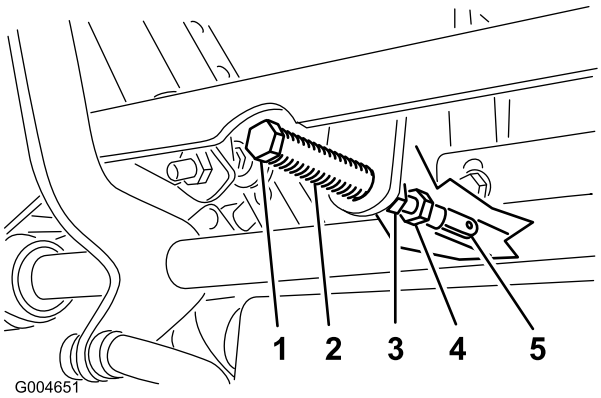

Rysunek 56
5. Pociągnij dźwignię do tyłu, aż sworzeń z łbem płaskim i otworem na zawleczkę (na ramieniu nad osią przegubu wału) zetknie się z końcem szczeliny (będzie lekko naciskać na sprężynę) (Rysunek 56).